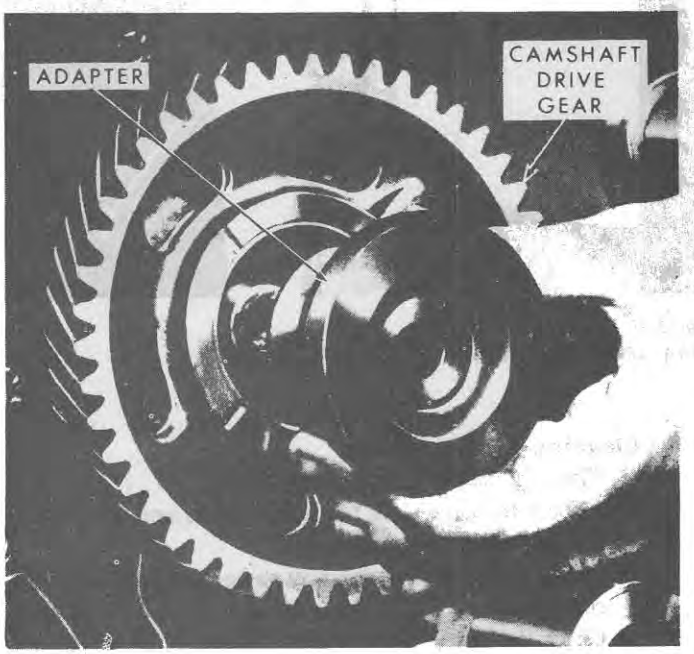

Figure 31
2. Remove the adapter and camshaft drive gear, as shown in Figure 31.